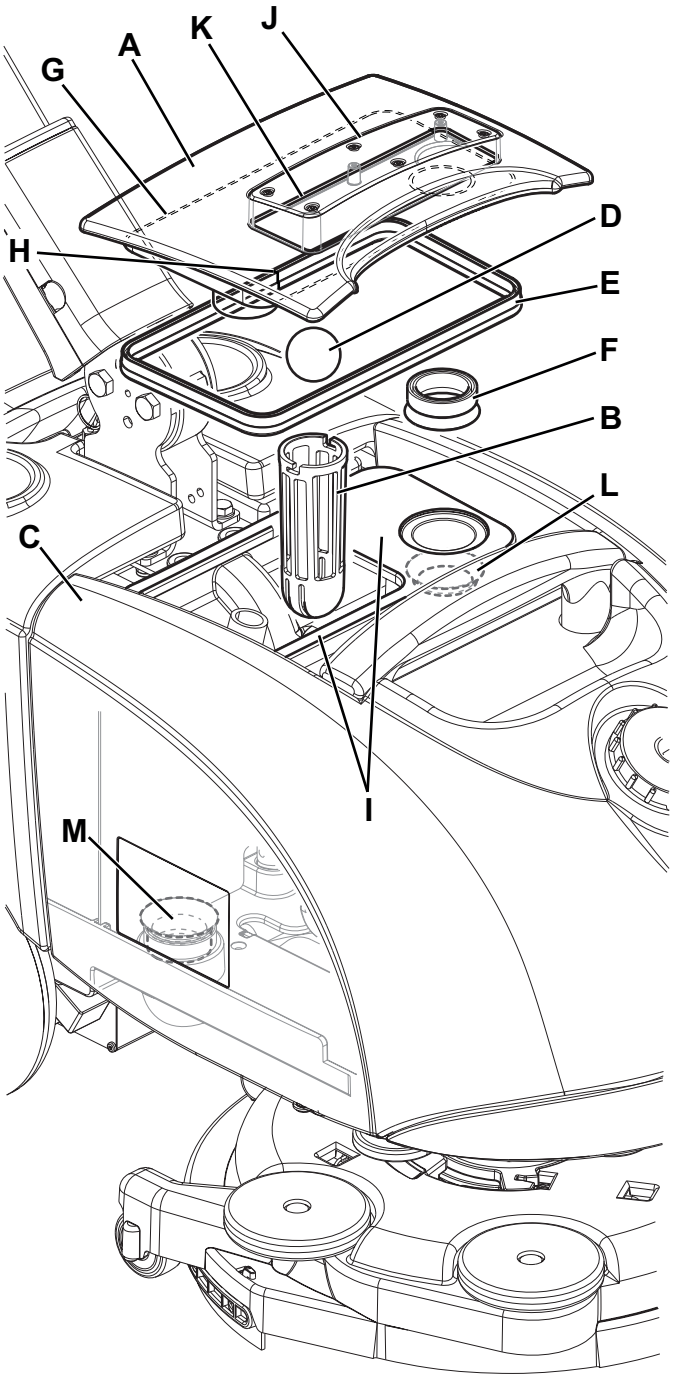

**Figure 7**
2. Check that the function selection knob (31) is turned to “0” and disconnect the battery connector (7).
3. Remove the cover (A, Fig. 7), then clean and wash the cover and the vacuum grid (B) with clean water.
4. Drain the water from the tanks (C) and clean them.
5. If necessary, disassemble the grid (B) and remove the float (D), than clean with care and reinstall.
6. Check the cover gaskets (E) and (F) for integrity.